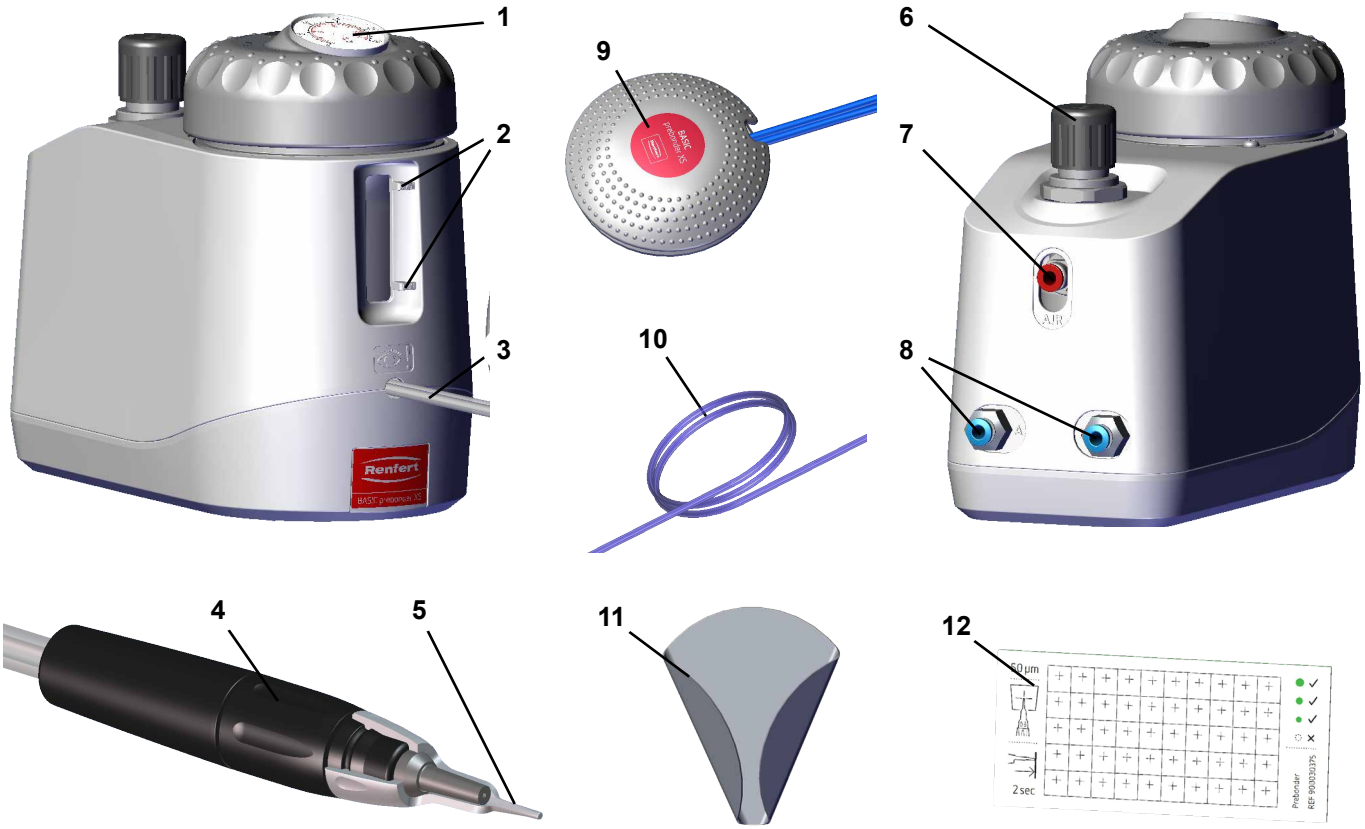

Fig. 1
⇒ Introducir la manguera de aire comprimido (10, fig. 1) hasta el tope de la conexión de la manguera (7). Para ello se debe sentir que se supera una ligera resistencia.